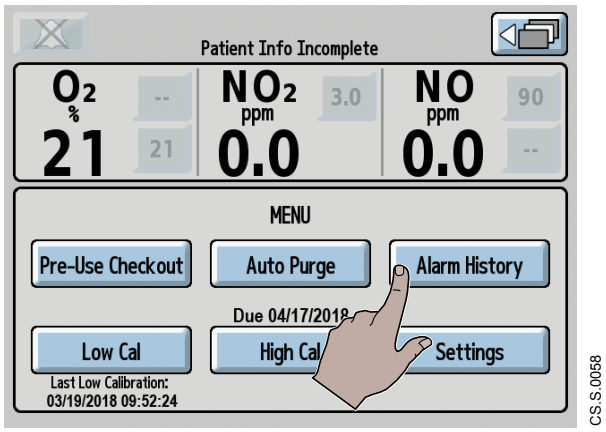
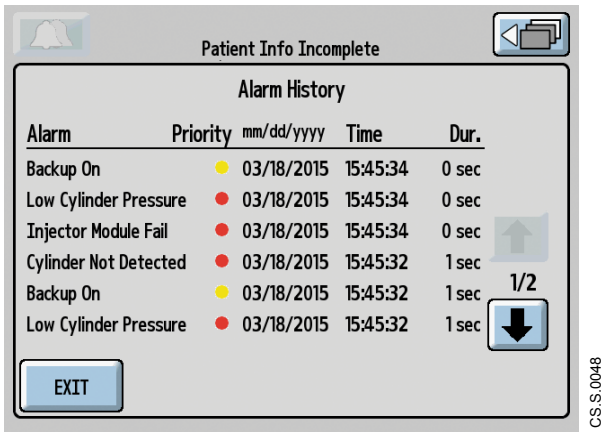

Figure 7-7 Selecting the Alarm History button
Figure 7-8 Alarm History screen
1. Select the **Alarm History button** on the **Menu screen** (see Figure 7-7).
A complete list of alarms which have occurred since the device was switched on displays (see Figure 7-8). Alarms appear in chronological order; most recent first. The columns are the same as in the **Recent Alarms screen** (Figure 7-7). Up to 2000 alarm listings can be displayed.
The alarm duration is truncated, as shown in Figure 7-8.